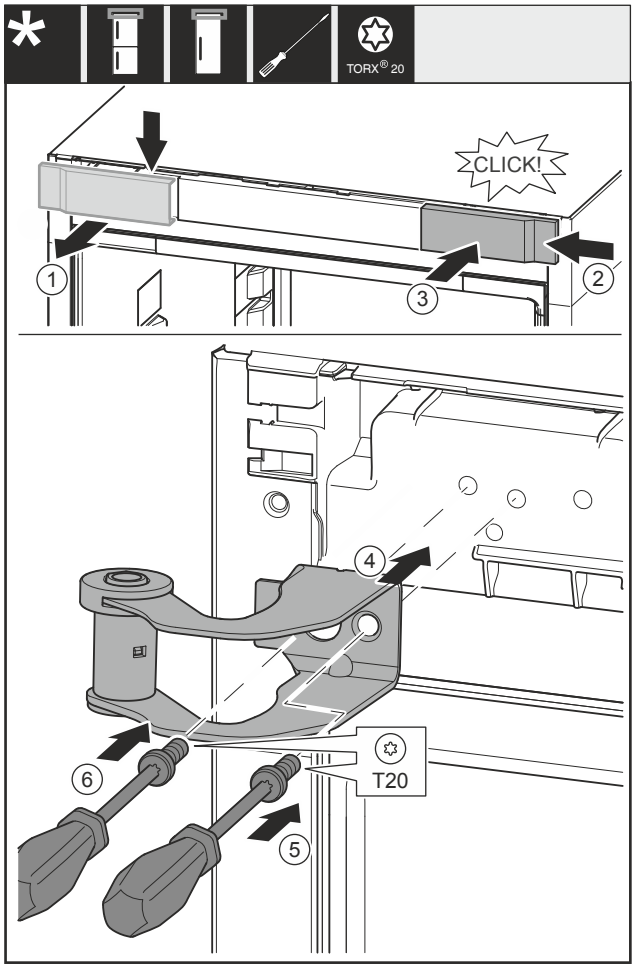

Fig. 14
▶ Retirer le couvercle *Fig. 14 (1)* depuis le haut vers l'avant.
▶ Accrocher le couvercle *Fig. 14 (2)* tourné de 180° de l'autre côté depuis le côté droit.
▶ Enclencher le couvercle *Fig. 14 (3)*.
▶ Poser le support de palier supérieur *Fig. 14 (4)*.
▶ Visser la vis *Fig. 14 (5)*.
▶ Visser la vis *Fig. 14 (6)*.